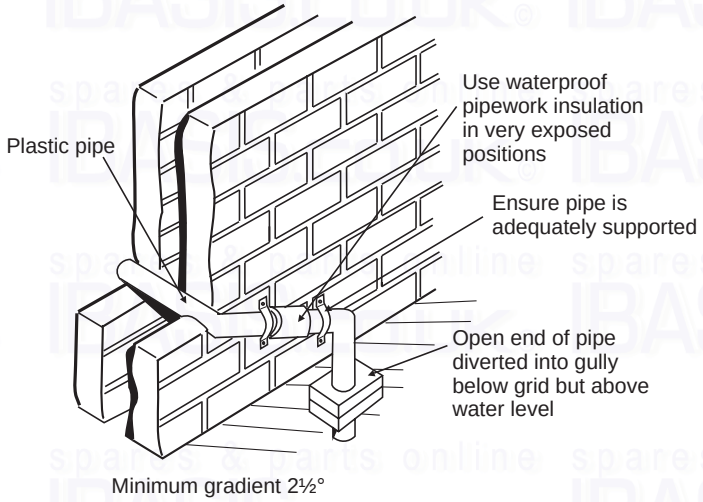

**Fig. 10 - External gully**
External pipe runs should be avoided, but if it is necessary, the pipework should be at least 32 mm and protected from the risk of freezing with a waterproof insulation and the length should be kept to a maximum of 3 m. Termination should be into an external gulley or soakaway as shown in Figs. 10 and 11.
**Note:** All pipework must have a continuous fall (see Figs. 10 and 11) from the boiler and must be of an acid resistant material such as plastic waste pipe. (copper or steel is not suitable).